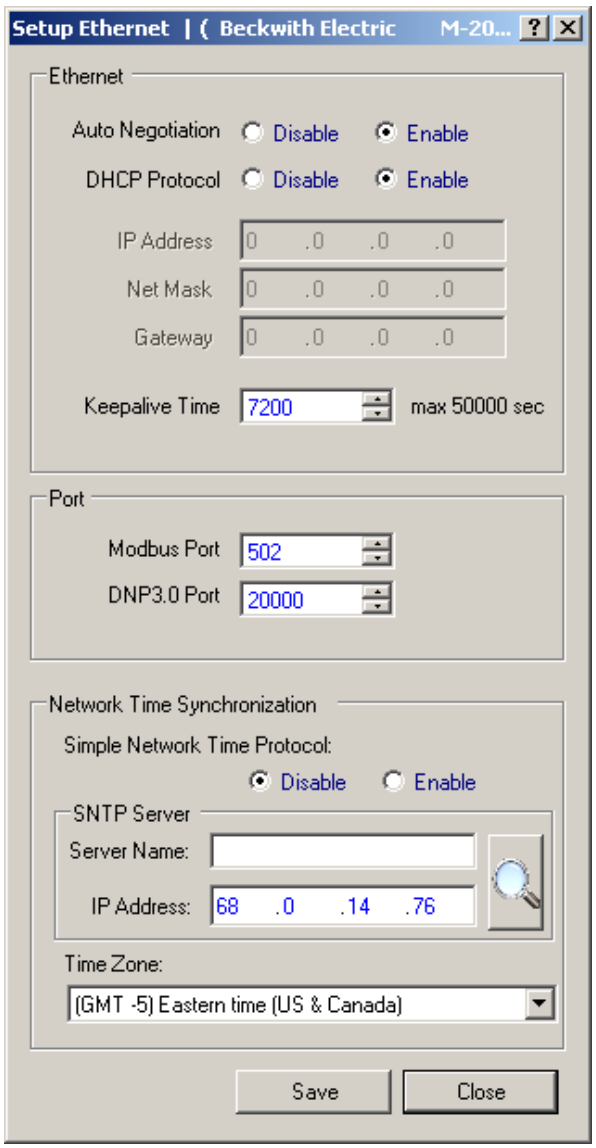

Figure 4-30 Setup Ethernet Dialog Screen
8. From the **Communication** drop-down menu, select **Setup/Ethernet Settings**. TapTalk will then display the Setup Ethernet dialog screen (Figure 4-30).
a. From the Setup Ethernet dialog screen (Figure 4-30) select **DHCP Protocol** "Enable"
1. From the **Communication** drop-down menu, select **Setup/Ethernet Settings**. TapTalk will then display the "Setup Ethernet" dialog screen (Figure 4-30).